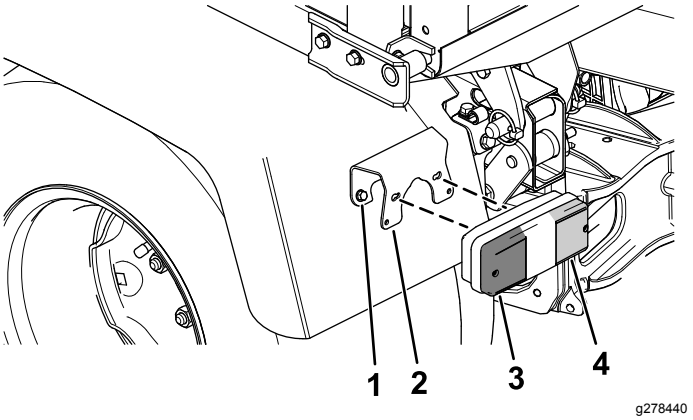

図 2
2. フェンダーに、車両後部用のブレーキ･方向指示ランプを取り付けるブラケットとねじ2 本を使用する図 2。
注 赤色レンズブレーキランプが内側、橙色ランス方向指示器が外側になっていることを確認する図 2。